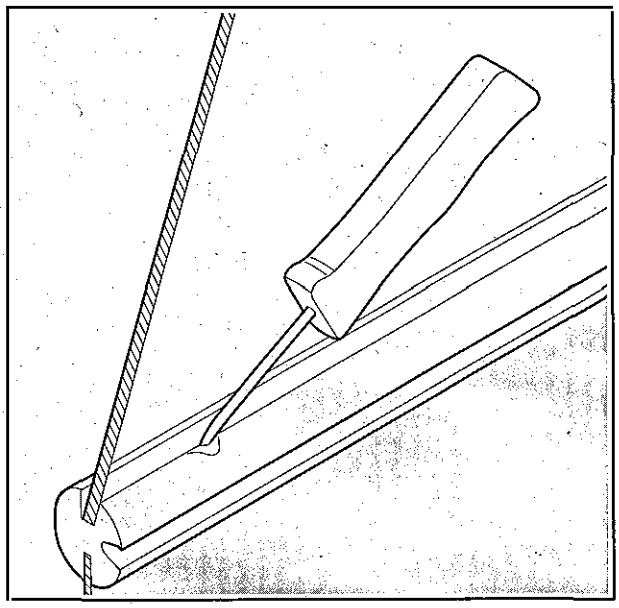

Bild 78
- Dichtungslippe zwischen Fenster- und Füllernut des Klemmprofils um etwa 45° von der Fensternut abbiegen und Schiebefenster von der Füllerseite her in die Fensternut einsetzen. Mit dem Montagewerkzeug (Bild 78) die Dichtungslippe fortlaufend über den gesamten Umfang des Fensters abheben, so daß das Fenster in die Fensternut gleiten kann.